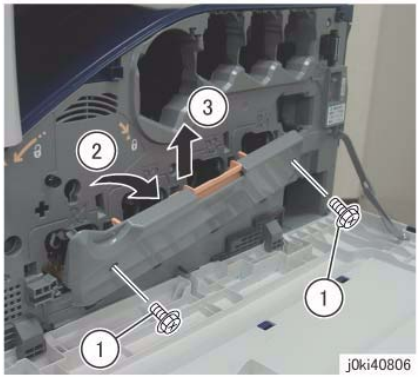

Figure 1 Remove the Drum Cover
4. Remove the Drum Cover. (Figure 1)
b. Open the Drum Cover up to the position in Figure 1 .